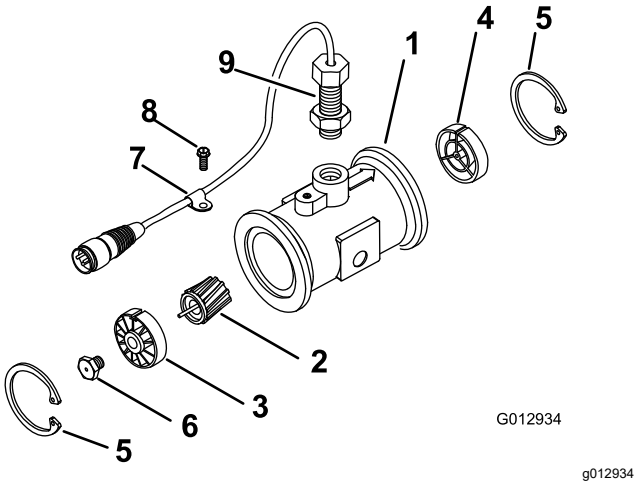

Figur 66
3. Ta bort fästringen på uppströmssidan (Figur 66).